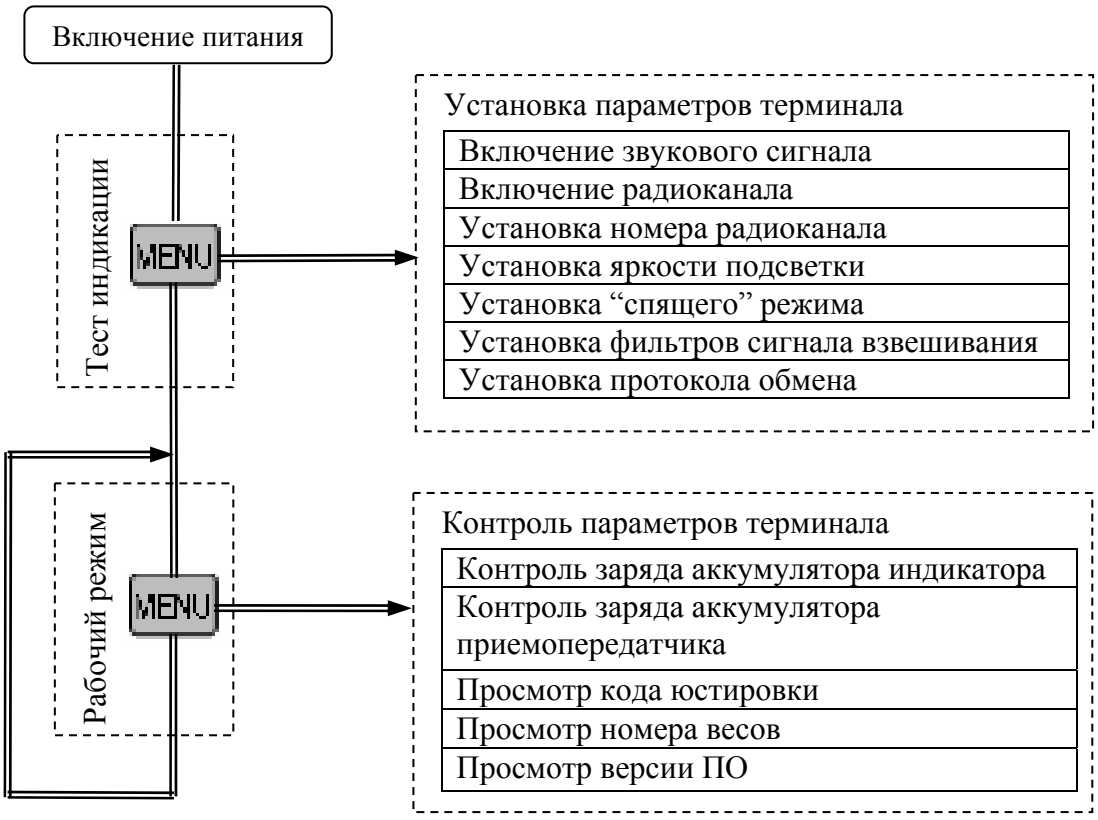

Рис. 5.1 - Установка и контроль параметров весов
4.1.3.3 Установить параметры терминала в соответствии с п. Рис. 5.1. Параметр «Радиоканал» должен быть включен.
Включить терминал и во время прохождения теста индикации нажать кнопку MENU (см. Рис. 5.1). Весы перейдут в меню установки параметров. Кнопкой ⟷ выбрать нужный параметр, кнопкой ↵ войти в режим его установки.
В рабочем режиме нажать кнопку MENU (см. Рис. 5.1). Весы перейдут в меню контроля параметров. Кнопкой ↔ выбрать нужный для просмотра параметр, кнопкой ↵ войти в режим просмотра его значения.